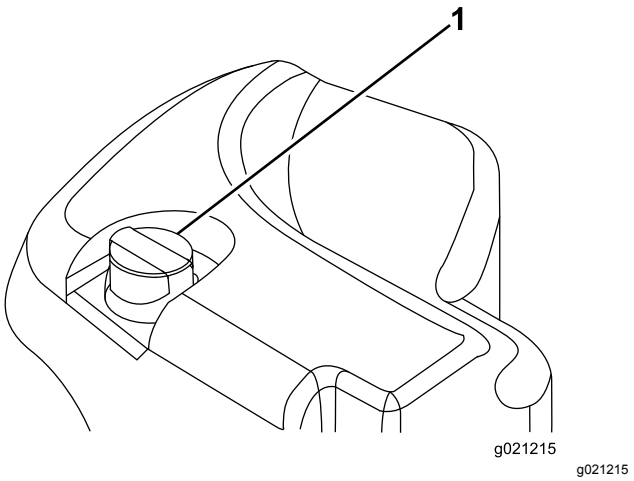

Figuur 101
2. Reinig de omgeving van de vulbuis en de dop van de hydraulische tank (Figuur 101). Verwijder de dop van de vulbuis.